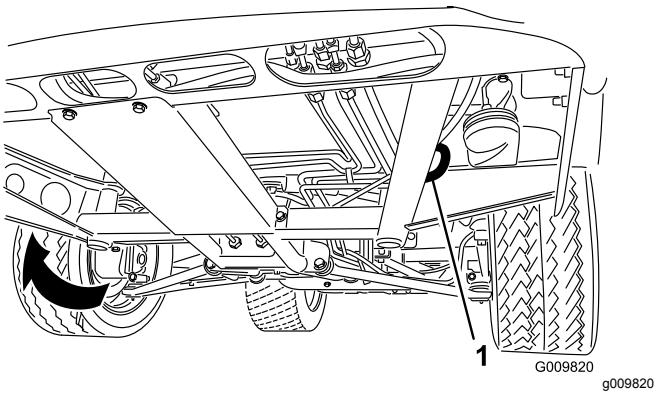
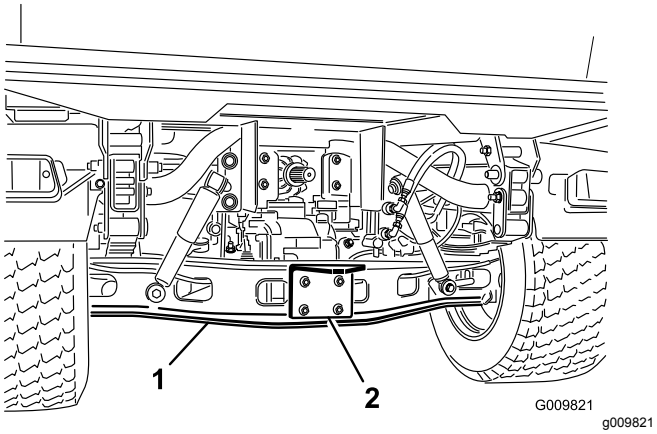

Rysunek 19
Rysunek 20
Rozmieszczenie punktów mocowania jest podane na Rysunek 19 i Rysunek 20.
1. Zamocuj linę holowniczą do haka holowniczego z przodu ramy maszyny (Rysunek 19).